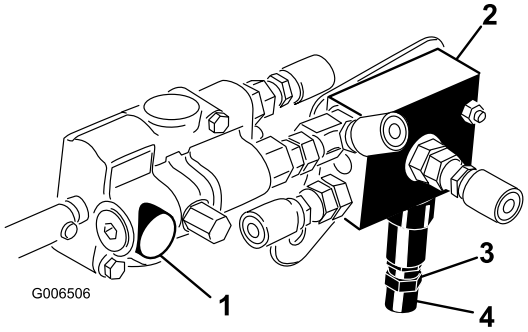

Figur 13
3. Løsne låsemutteren nederst på lastsenkeventilen (Figur 13). Denne ventilen er plassert på høyre side av maskinen.